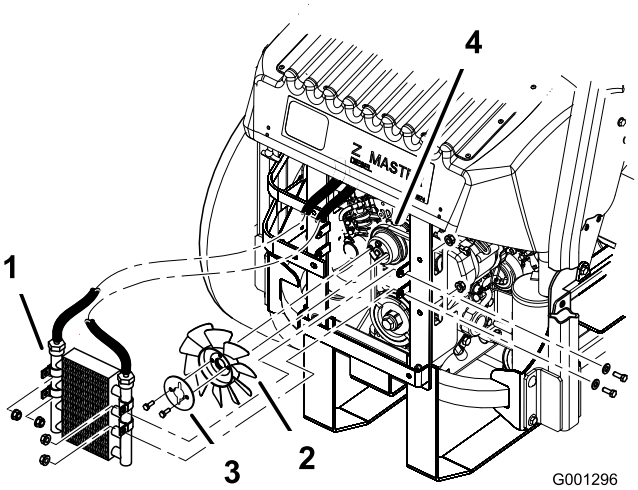

Figur 57
5. Fjern de fire bolte, der fastholder oliekøleren, og placer oliekøleren på siden (Figur 57).
6. Fjern de to bolte, der fastholder ventilatoren og ventilatorpladen på maskinen (Figur 57).
10. Monter ventilatoren og ventilatorpladen på maskinen med de to bolte, der tidligere blev afmonteret (Figur 57).
11. Monter oliekøleren med de 4 bolte, som du tidligere afmonterede (Figur 57).